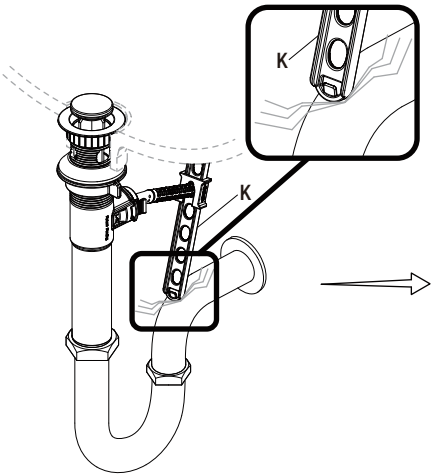

Fig. 1
- Si la correa de la varilla de elevación (K) sobresale tanto que interfiere con tu instalación, como se muestra en la Fig 1, la varilla de elevación (K) puede recortarse.